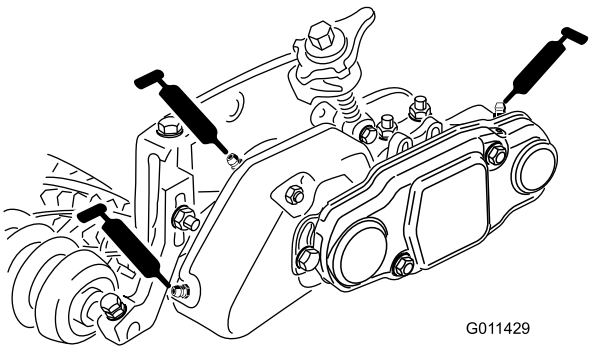

Figuur 35
49. Vul beide lagerhuizen van de messenkooi met vet (Figuur 35). Overtollig vet zal tussen de afdichtingen aan de binnenkant en de beschermkappen van de afdichtingen naar buiten komen.
50. Smeer beide lagers van de groomer (maximaal 2 of 3 pompslagen) (Figuur 35). Gebruik niet te veel vet, hierdoor kan de afdichting defect raken. Veeg overtollig vet weg.